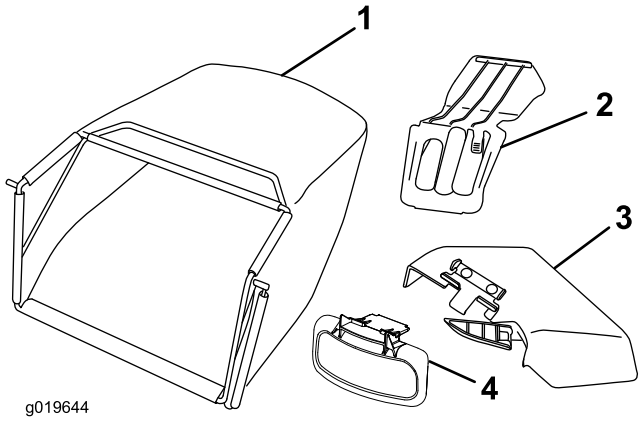

Figura 6
5. Spostate la leva del comando dell'acceleratore in posizione **Fast** all'avvio del motore (Figura 6).